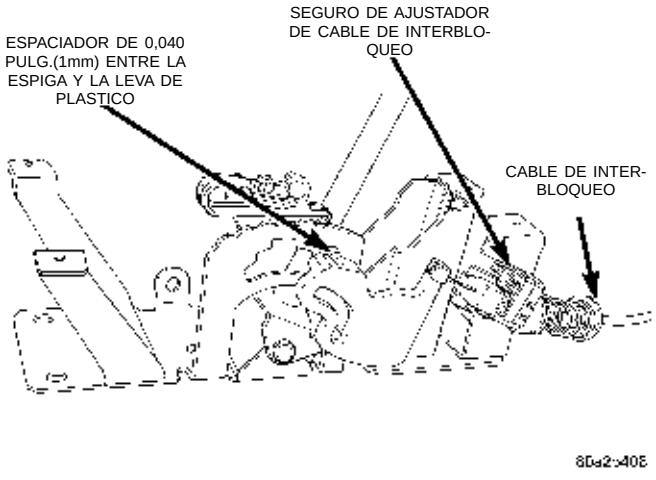

Fig. 28 Seguro de ajustador de cable de interbloqueo
(1) Desconecte y aísle de la batería del vehículo, el cable negativo (-).
(2) Retire el conjunto de consola. Consulte el Grupo 23, Carrocería.
(3) Retire el tornillo de ajuste del pomo del cambio de marchas y el pomo.
(4) Retire los tornillos que retienen el marco del indicador del cambio de marchas y retire el marco y la luz indicadora.
(5) Vuelva a instalar el pomo del cambio de marchas.
(6) Coloque el cambiador en PARK.
(7) Gire el interruptor de encendido a la posición LOCK o ACCESSORY. Si el cable está fuera de ajuste, emplácelo manualmente a fin de poder lograr que la llave pase a la posición LOCK o ACCESSORY. Aferre la oreja del cable de interbloqueo con alicates de puntas delgadas y tire del cable hacia atrás. Esto permitirá que el interruptor de encendido pueda girar a la posición LOCK o ACCESSORY.
(8) Verifique que la orejuela del cable de interbloqueo esté completamente asentada dentro de la palanca de interbloqueo del cambiador.
(9) Compruebe que el interruptor de encendido continúa en la posición LOCK o ACCESSORY.
(10) Con un movimiento de palanca hacia arriba, suelte el seguro del ajustador del cable de interbloqueo de cambiador/encendido (Fig. 28).
(11) Coloque un espaciador de 1mm (0.040 pulg.) entre la porción de mayor diámetro de la espiga del portón del cambiador y la leva de plástico (Fig. 28).
(12) El muelle del cable de interbloqueo debe compensar automáticamente el aflojamiento del ajustador.
(13) Coloque a presión el seguro del ajustador de bloqueo en el cable y retire el cambiador.
(14) Una vez ajustado el sistema de interbloqueo, lleve a cabo la comprobación del funcionamiento del sistema de interbloqueo en la sección de Ajustes de este grupo.